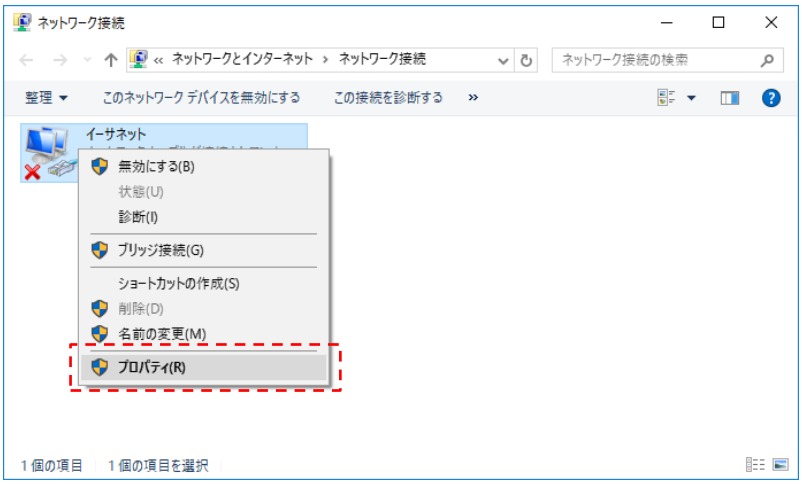

図 3-5 アダプターの設定の変更画面
手順②：アダプターの設定の変更画面より、「イーサネット」を右クリックし、「プロパティ」をクリックしてください。(図 3-5)